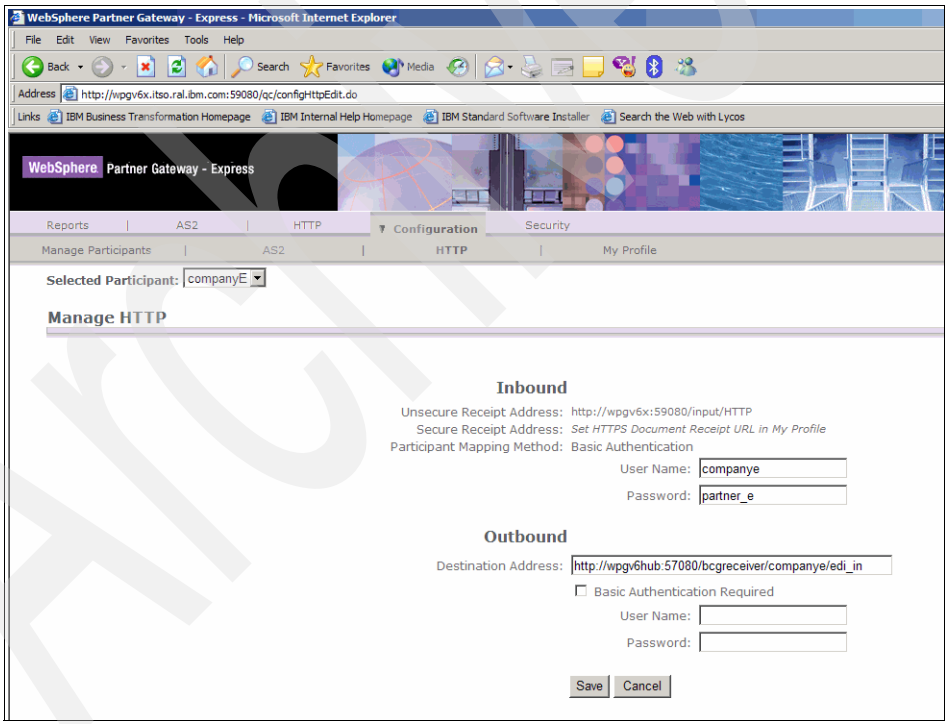

Figure 10-3 Updating the HTTP settings related to partner Company E
5. In the next window(Figure 10-3 on page 282), complete these tasks:
a. For the inbound communication, provide a user name and password. For example, in Figure 10-3 on page 282, these entries were shown as
Tip: For testing purposes, you can enter the URLs in your browser. The browser prompts you for a user ID and password. Provide the values specified in Figure 10-3 on page 282. This is not a way to send documents, but only to see whether the server is active.